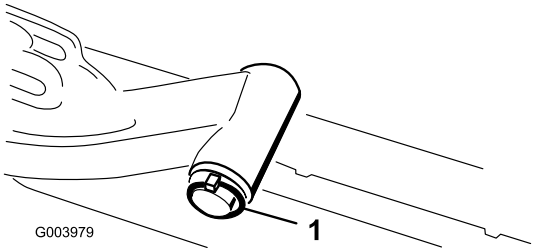

Figuur 9
A. Verwijder de lynch-pen en de ring waarmee de as van het draaipunt van de hefarm is bevestigd aan de hefarm, en schuif de as uit de hefarm (Figuur 9).
C. Steek de as van de hefarm in de hefarm en zet deze vast met de ring en de lynch-pen (Figuur 9).